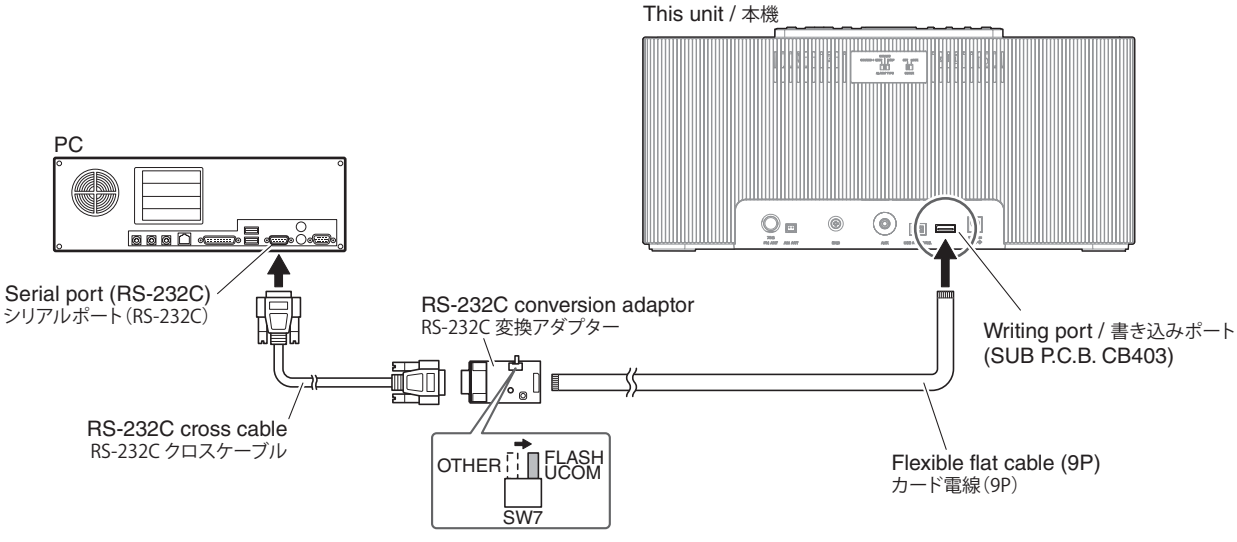

Fig. 1
- Set the switch (SW7) of RS232C conversion adaptor to the “FLASH UCOM” position. (Fig. 1)
- Connect the writing port (CB403 on SUB P.C.B.) located on the rear panel of this unit to the serial port (RS232C) of the PC with RS232C cross cable, RS232C conversion adaptor and flexible flat cable as shown below. (Fig. 1)
- RS232C 変換アダプターのスイッチ（SW7）“FLASH UCOM” 側に設定します。（Fig. 1）
- 本機の書き込み用ポート（SUB P.C.B. の CB403）と PC のシリアルポート（RS232C）を下記のように接続します。（Fig. 1）